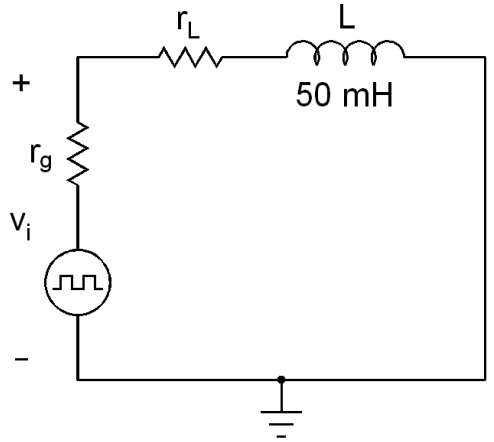

Figura 2 Circuito RL en serie.
5.1 Resuelva la ecuación diferencial que modela el comportamiento del circuito RL de la figura 2, considerando que Vi=5 V, la solución queda en término de iL, obtenga la expresión del voltaje del inductor si se sabe que: $V_L(t)=L\frac{d i_L(t)}{d t}$
5.2 Escriba la ecuación diferencial que modela al sistema eléctrico de la Figura 2, para los valores teóricos de R utilizados, obtenga la solución de dicha ecuación, considere la Vf como constante igual a 5. Indique para cuales el circuito tiene las respuestas: